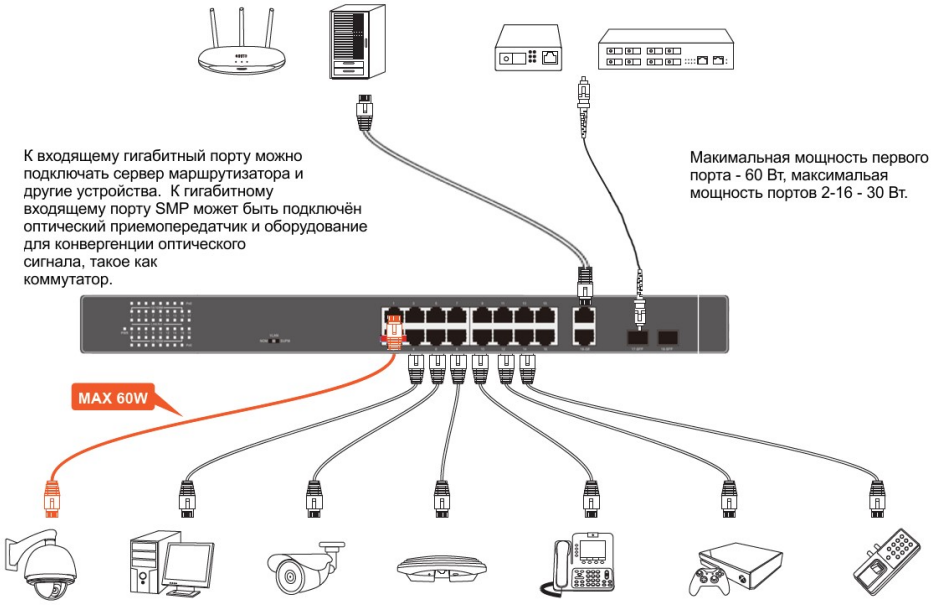

Рисунок 6 – Схема подключения устройств к коммутатору
- Посредством сетевых кабелей подключите IP-видеокамеры с питанием PoE к портам Ethernet (см. рисунок 6).
- Возьмите оптоволоконный разъём и плавно вставьте его в гнездо порта SFP коммутатора (см. рисунок 6).
- Используйте порты Uplink для подключения к ним компьютеров или IP-видеорегистраторов (см. рисунок 6).